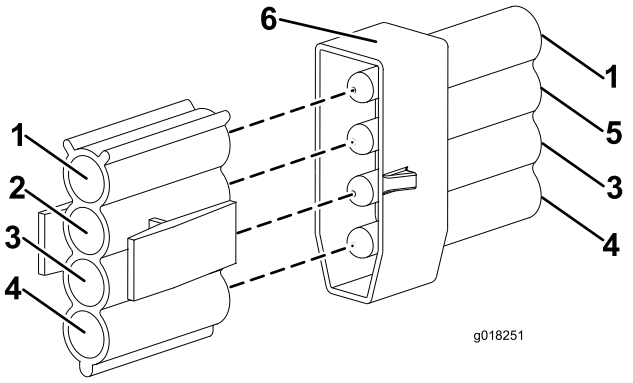

Bild 13
12. Schließen Sie den Anschluss am Maschinenkabelbaum mit dem Kabel Grün/Weiß am markierten linken Lampenanschluss an. (Bild 13).